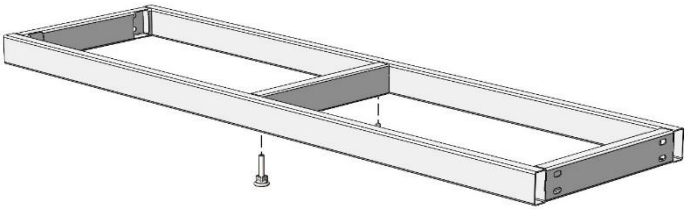

Рис. 6
- В случае с тумбами шириной 1500 и 1800 – установить дополнительные регулируемые опоры *(Рис. 6)*